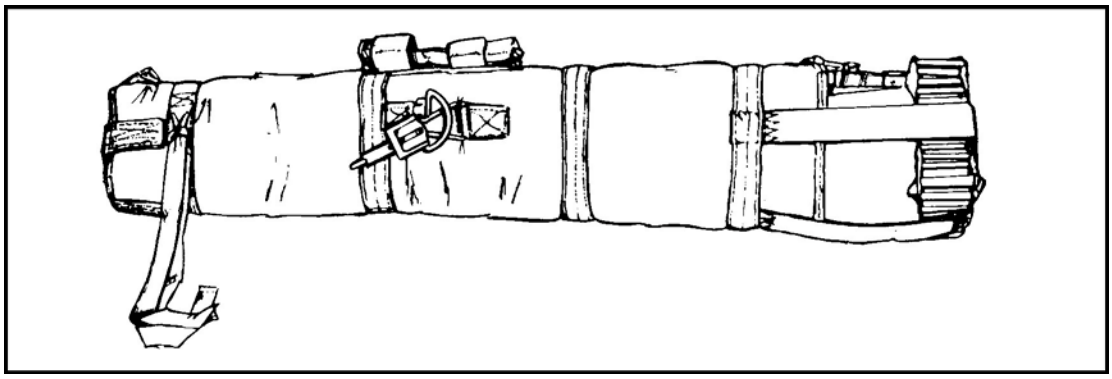

Figure 12-52. Running ends secured.
(3) Insert the cone-shaped end of the shock absorber into the launch tube aft end.
(4) Position the 8-inch square honeycomb on the shock absorber flat surface. If not already done, thread the end of the securing strap through the launcher aft end securing strap keeper. Route the two aft end securing straps over the cardboard honeycomb through each quick-fit adapter and tighten, then thread the end through the adapter, forming a quick-release fold. Fold excess securing straps back under the corresponding quick-fit adapter (Figure 12-52).
(5) Route the launcher forward end securing strap under the nonadjustable cross D-ring strap through the quick-fit adapter and tighten. Then thread the end through